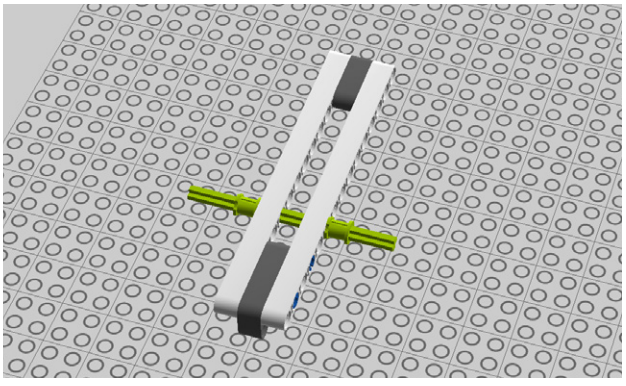

Figure 5-82. *Step 75: Securing an axle*
75. Insert a 9M cross axle and secure with a couple of bushes. Figure 5-82 shows the assembly so far.